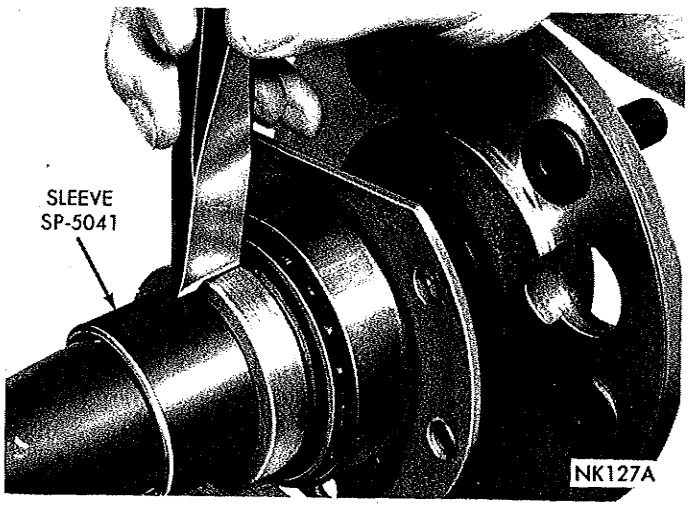

*Fig. 6—Notching Bearing Retainer Collar*
(1) Position axle shaft bearing retaining collar on a heavy vise or anvil and using a chisel, cut deep grooves into retaining collar at 90° intervals (Fig. 6). This will enlarge bore of collar and permit it to be driven off of axle shaft.